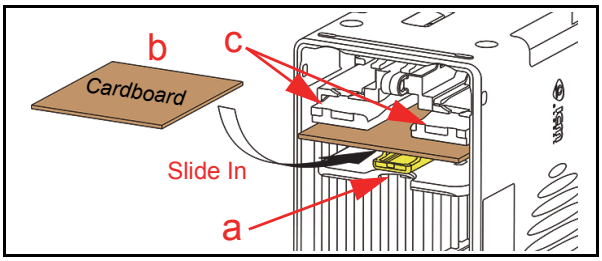

Figure 6-41 Cardboard Setting Location
10. Hold the Pusher Plate down (See Figure 6-41 a) and slide a 80x50mm piece of Cardboard (See Figure 6-41 b) in between the Frame Outer LR Guides (Figure 6-41 c) and the Pusher Plate.